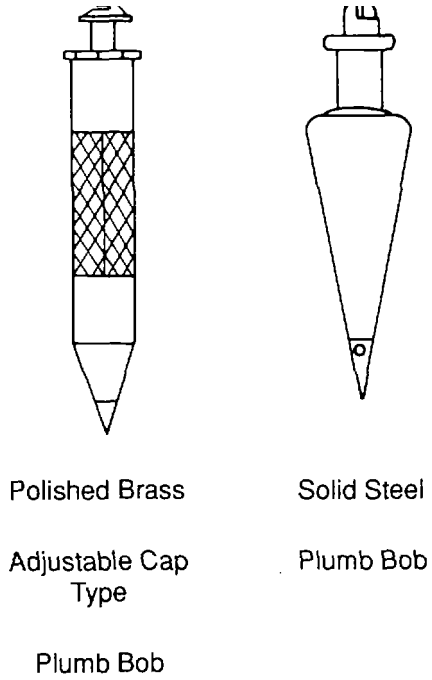

Figure 3-6. Plumb Bobs
a. *Types.* Plumb bobs are usually made of brass or solid steel, as shown in figure 3-6.